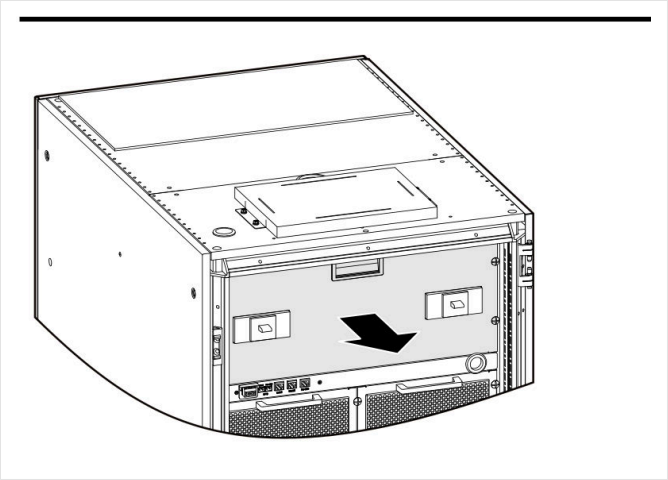

FIGURE 3-24 Removing the top plate (wiring plate), door open
1. Open the front door and remove the top plate (wiring plate) (Figure 3-24).